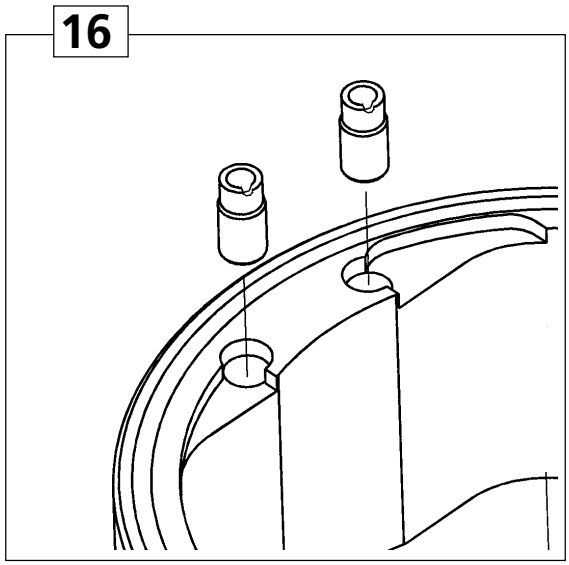

Abb. 16
1) Drosselungen/Anschlussenippeln, siehe Abb. 16 und 31.